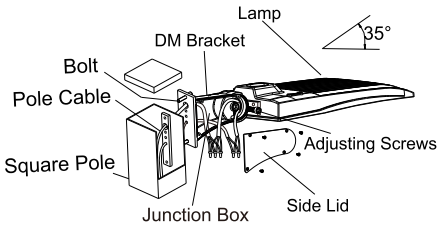

Figure 3
2.DIRECT MOUNTING (DM)
Step 1:Fix DM bracket to square pole with bolt,open the side lid of DM bracket, pull the wire intojunction box, and connect the wire correctly. (Figure 3)
Notice: Adjustable angle is 0-35°(Figure 3).